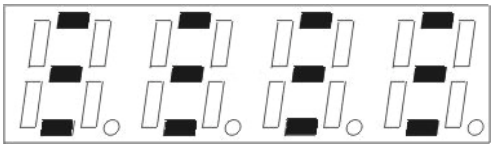

Рисунок 25
– Нажать кнопку «ВЫБОР СКОРОСТИ» для записи значения времени задержки в память прибора. В процессе записи на экране присутствуют три ряда штрихов (рисунок 25).